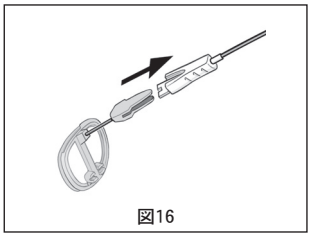

図16
6. ホルダーをリングから取り外した後、ハンドルとホルダーの接続部を握りながら引き、ホルダーをハンドルから取り外します（図16）。